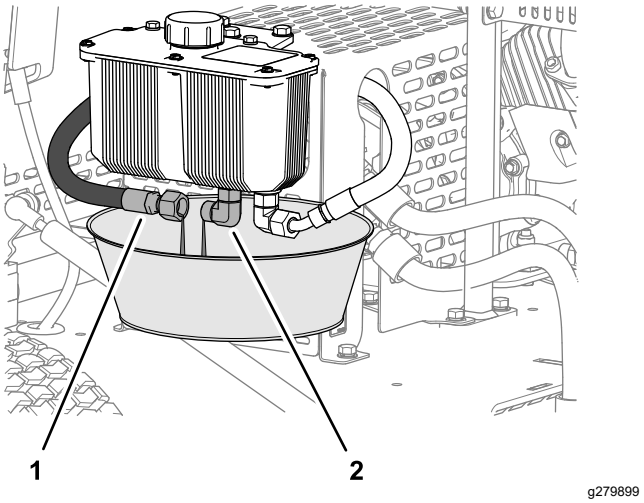

Рисунок 36
1. Установите сливной поддон емкостью 2 л под гидравлический бак (Рисунок 36).
2. Отсоедините гидравлический шланг подачи от штуцера на баке и дайте гидравлической жидкости полностью стечь (Рисунок 36).